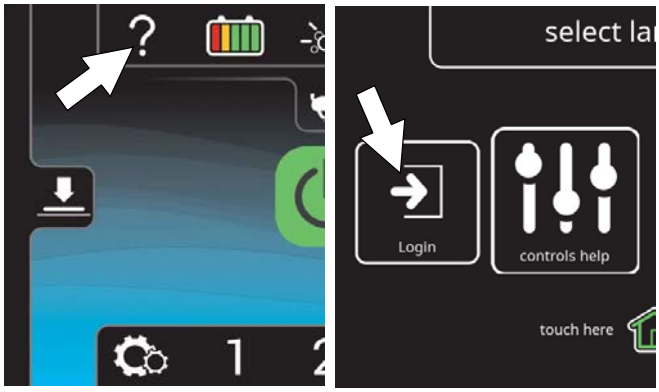

図 168
2. ヘルプボタンを押して、管理者モードで本機にログインします（図168）。